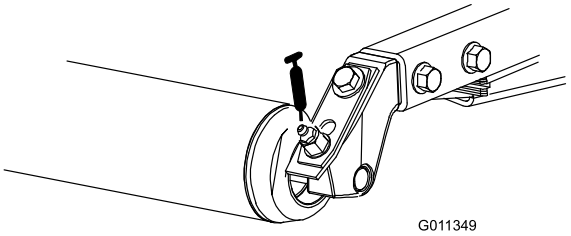

Figur 43
- Bakre rullager (2 per klippenhet) (Figur 43)
Obs: För att smörja nipplarna på rullarna (Figur 43) behövs en adapter till smörjpistolens munstycke. Beställ Toro artikelnr 107-1998 från din auktoriserade Toro-återförsäljare.